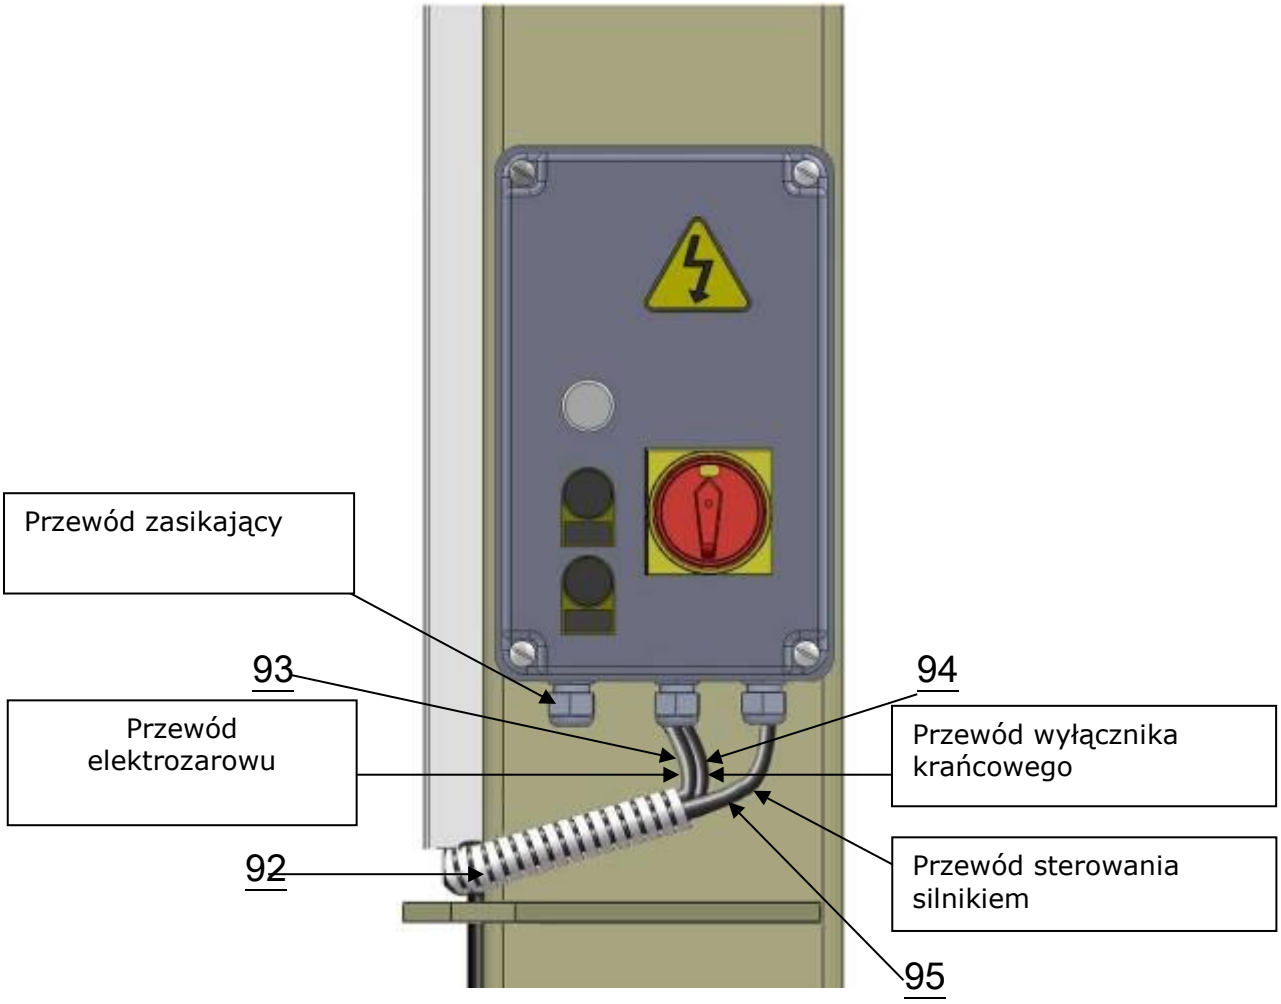

Rys. 15
1. Połączenie przewodów z pulpitem sterowniczym **(Patrz rys. 15)**.